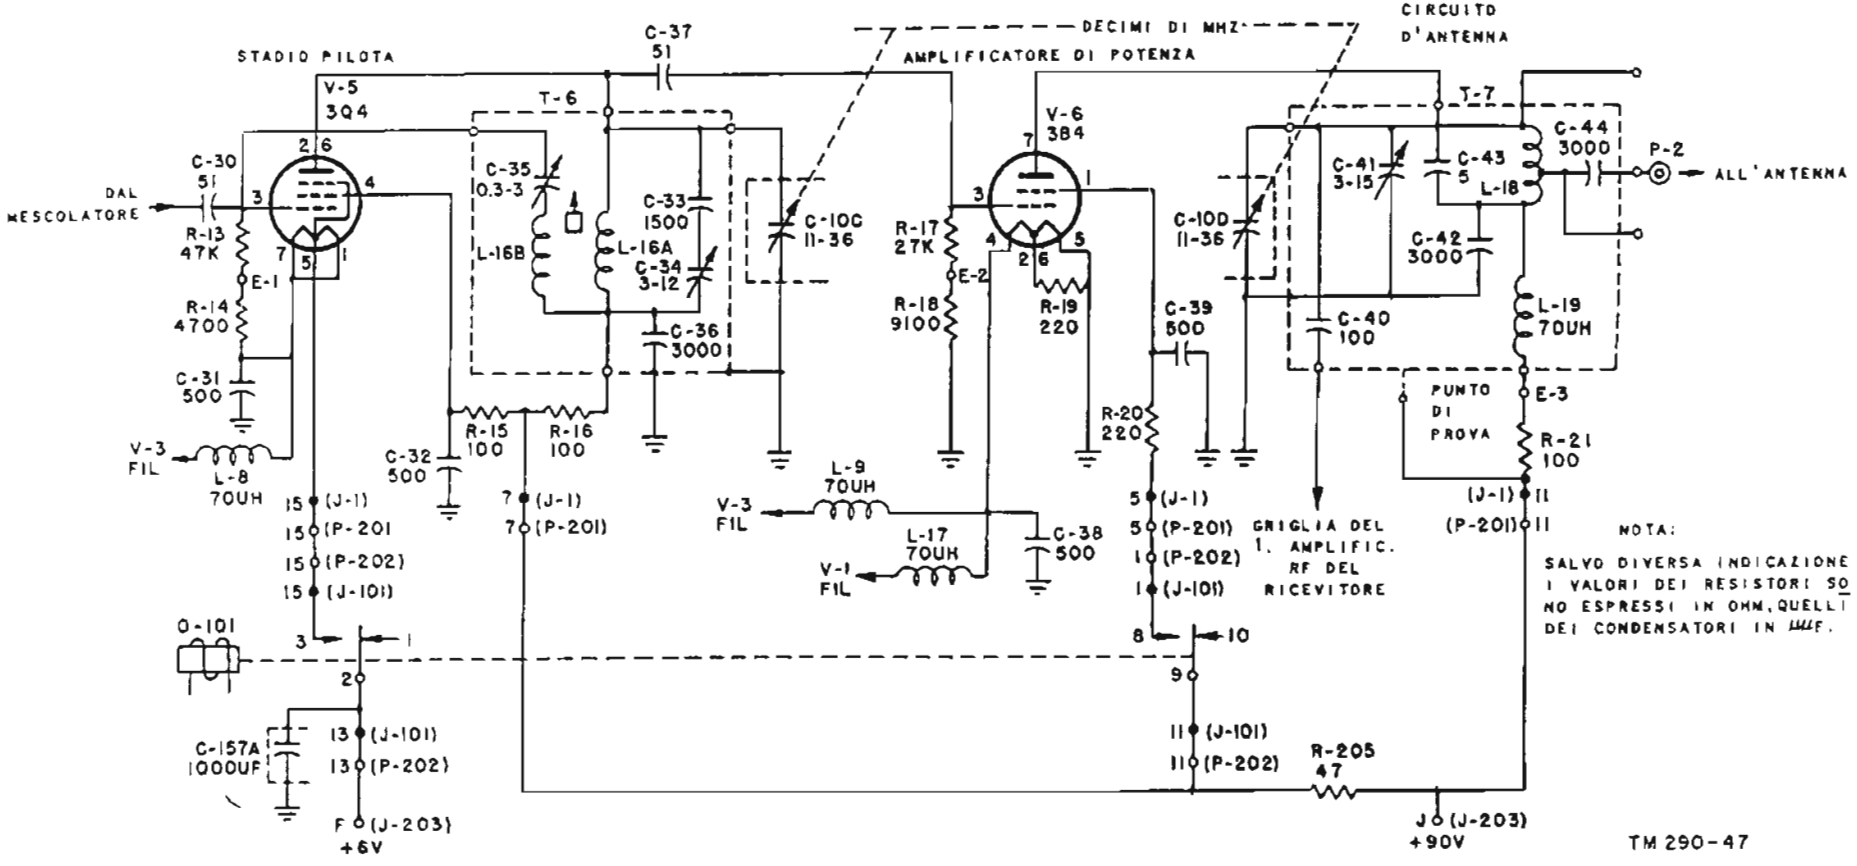

FIG. 17 - Schema circuitale dello stadio pilota del Trasmettitore e dell'Amplificatore di potenza.
**Stadio pilota del Trasmettitore (V5) (fig. 17)**
(fig. 17)